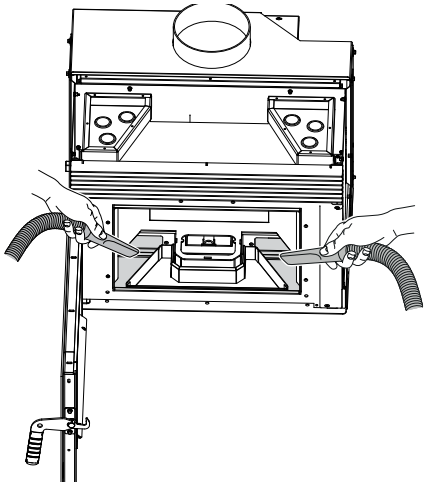

fig. 7.19
F) Aspirer la cendre résiduelle (fig. 7.19).